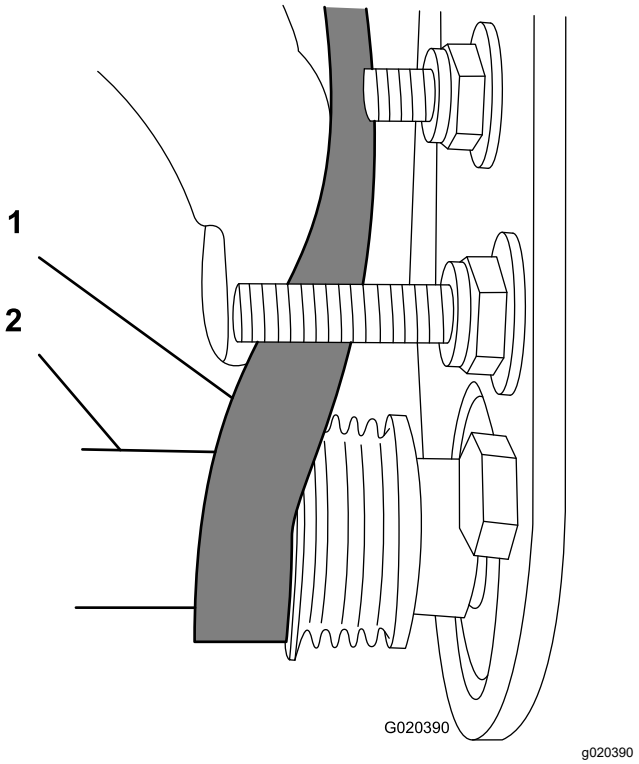

Bild 17
- Verlegen Sie den Riemen von der **Antriebsriemenscheibe** ausgehend (Bild 17).
- Drehen Sie die Bürste mit einem Sechskantschlüssel (9/16") und verlegen Sie den Riemen auf der Antriebsriemenscheibe (Bild 17).